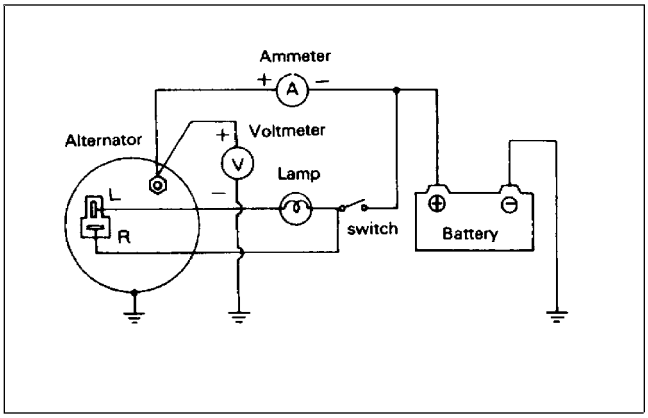

Figure 35
2. Install an ammeter between the positive (+) terminal of the battery and terminal “B” of the alternator (Fig. 35).